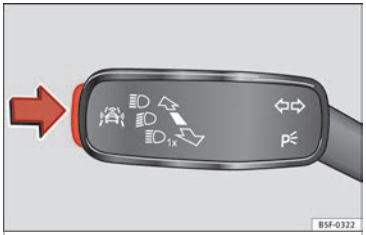

Fig. 44 On the turn signal and main beam headlight lever: button for the driver assistance systems
- Briefly press the button ››› Fig. 44 in the direction of the arrow to open the menu **Assist systems**.